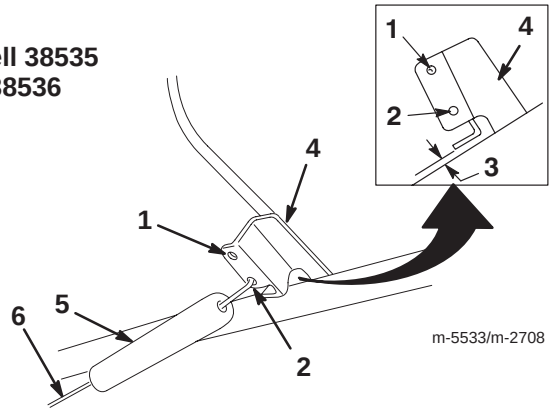
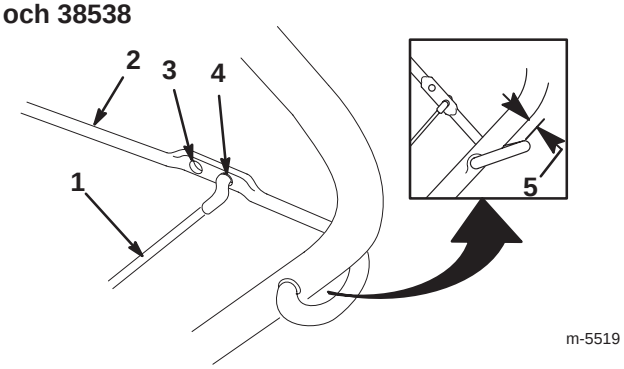
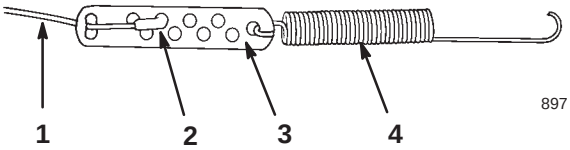

Figur 15
Figur 16
Figur 17
2. Dra manöverreglaget bakåt mot handtaget för att få bort slacket i vajern, se figur 15 (för modell 38535 och 38536) eller figur 16 (för modell 38537 och 38538).
1. Haka av fjäderänden från manöverreglaget (figur 15).
2. Dra av fjäderkåpan från fjädern och kabeljusteraren (figur 17).
3. Haka av Z-inpassningen från vajerjusteraren (figur 17) och placera Z-inpassningen i ett högre eller lägre hål på justeraren för att få rätt gap på 2 till 3 mm mellan manöverreglaget och handtaget (figur 15).
1. Haka av den övre vajeränden från hålet på manöverreglaget (figur 16).
3. Haka av Z-inpassningen från vajerjusteraren (figur 17) och placera den i ett högre eller lägre hål på justeraren för att få rätt gap på 2 till 3 mm mellan manöverreglaget och handtaget (figur 8).
När snöslungan använts en längre tid kan drivremmen bli sliten och förlora sin ursprungliga remspänning. Felaktig remspänning orsakar slirning och minskar prestandan under hög belastning. Remslirning kan inträffa efter två eller tre säsonger av normal användning (10 till 15 timmar). Om drivremmen slirar (och man hör ett oavbrutet gnisslande) vid tung belastning kan man öka remspänningen genom att sätta fjäderänden i det övre hålet i manöverreglaget enligt figur 15 eller figur 16).